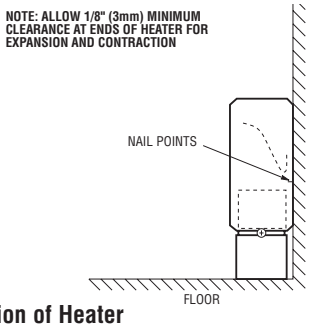

**Figure 2. Installation of Heater**
1. Position the heater at the desired location on the wall as shown in Figure 2. For maximum heating comfort, position the heater under a window.